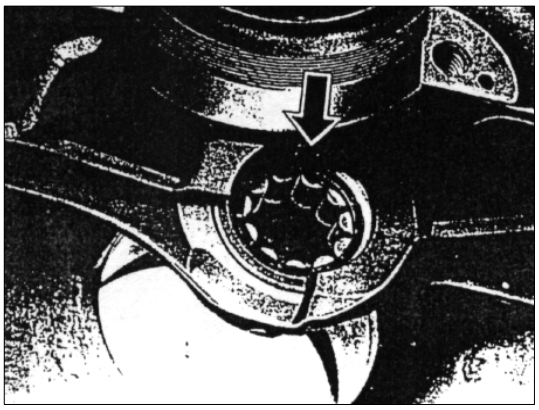

РИС. 334
4) Установите радиальный роликовый подшипник в его посадочное место, используя оправку 2651 5890 3504 (см. рис.334).